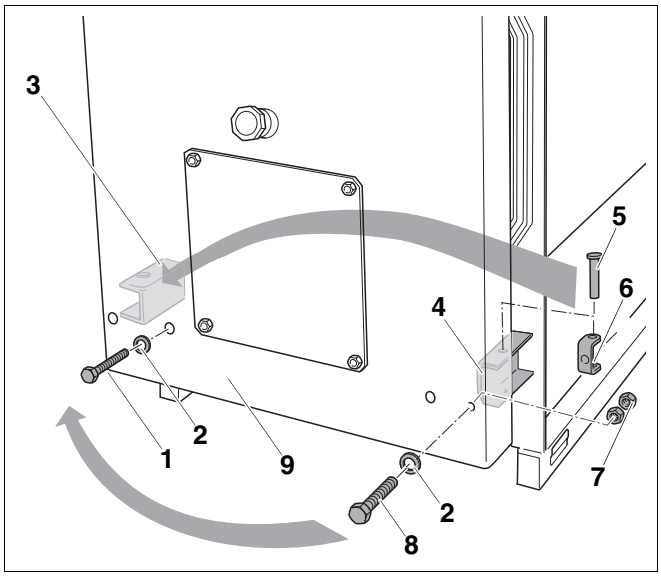

Rys. 9 Odkręcenie dolnych zawiasów
- Wykręcić śrubę z łbem sześciokątnym M16 (rys. 9, **poz. 8**) dolnego, prawego zawiasu (rys. 9, **poz. 4**) na tyle, aby sworzeń zawiasu (rys. 9, **poz. 5**) poruszał się swobodnie.
- Usunąć sworzeń zawiasu (rys. 9, **poz. 5**) z widełek (rys. 9, **poz. 6**) i z dolnego, prawego zawiasu (rys. 9, **poz. 4**).
- Wykręcić śrubę z łbem sześciokątnym M16 (rys. 9, **poz. 8**) z widełek zawiasu (rys. 9, **poz. 6**).
- Poluzować skontrowane nakrętki M16 (rys. 9, **poz. 7**) i zdjąć ze śruby z łbem sześciokątnym M16 (rys. 9, **poz. 8**).
- Wyjąć śrubę z łbem sześciokątnym M16 (rys. 9, **poz. 8**) z drzwiczek kotła (rys. 9, **poz. 9**).
- Wykręcić śrubę z łbem sześciokątnym M12 (rys. 9, **poz. 1**) znajdującą się przy dolnym, lewym zawiasie (rys. 9, **poz. 3**) z otworu gwintowanego przedniej ścianki kotła i wyjąć z drzwiczek kotła (rys. 9, **poz. 9**).